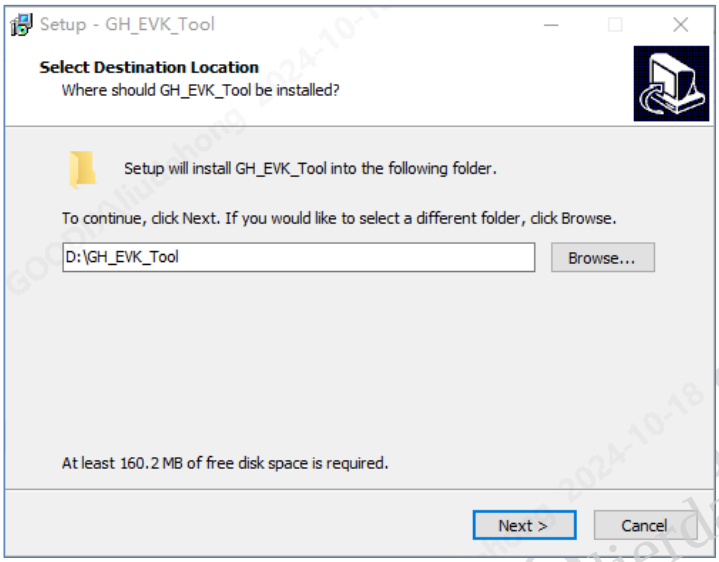

Figure 3-1 Select the installation location
1. Click Browse and select the installation location, then click Next (see Figure 3-1);